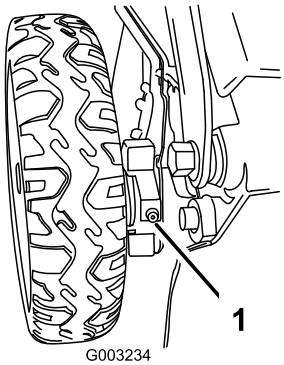

Figur 39
1. Aftør smøreniplerne lige inden for baghjulene med en ren klud (Figur 39).